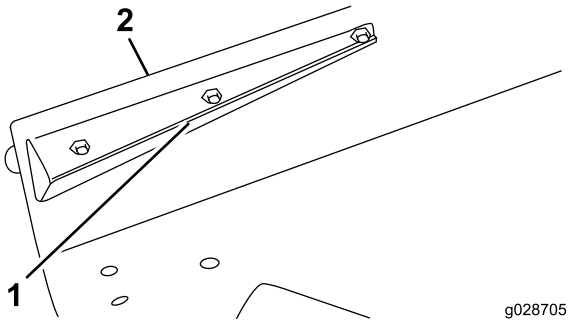

Figure 8
2. Mount the end of front deflector to the deck with a capscrew (5/16–18 x 7/8 inch) and locknut (Figure 8)
3. Align the baffle with the edge of deck and use baffle as a template to mark and drill the 2 remaining 3/8-inch diameter holes in deck (Figure 8).
4. Secure the baffle to deck with 2 capscrews (5/16–18 x 5/8 inch) and 2 locknuts (Figure 8).